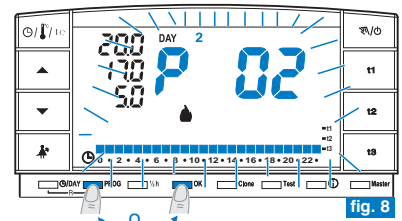

fig. 8
- Pulsar la tecla **PROG** para entrar en visualización de los programas, pulsar las teclas ▲▼ (o bien PROG por impulsos) hasta que sobre la pantalla aparezca el número del programa que se desea seleccionar. Los programas **P 02 (invierno)** y **P 03 (verano)** como viene configurado de fábrica, poseen todos los dígitos en una escala de 24 hs que hacen referencia a la temperatura de **t3** (Ausencia) ejemplo en la fig. 8.